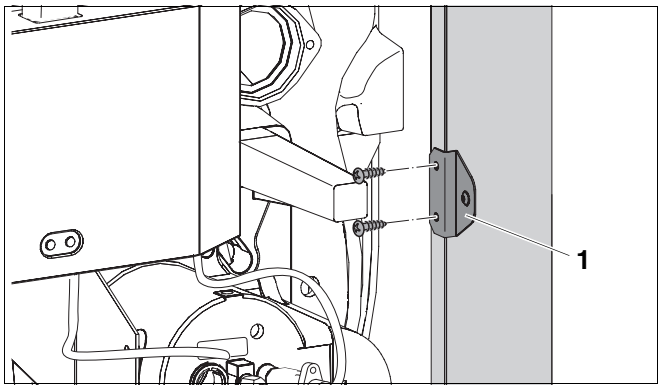

Fig. 45 Montaje de los ángulos en las paredes laterales
- Monte los ángulos para la fijación de la cubierta del quemador a la derecha e izquierda en la pared lateral (➔ fig. 45).